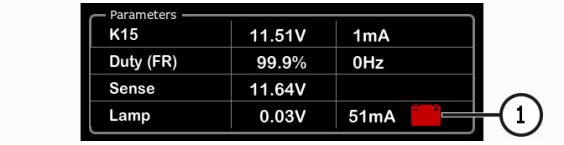

Рисунок 24. Параметри регуляторів типу LAMP
4. Натисніть кнопку **«K15»**. Напруга повинна знизитися до рівня АКБ, регулятор має вимкнутися й не реагувати на зміну обертів або заданого рівня напруги. У рядку параметрів **«Lamp»** повинен з'явитися індикатор акумулятора (див. поз. 1 рис. 24).